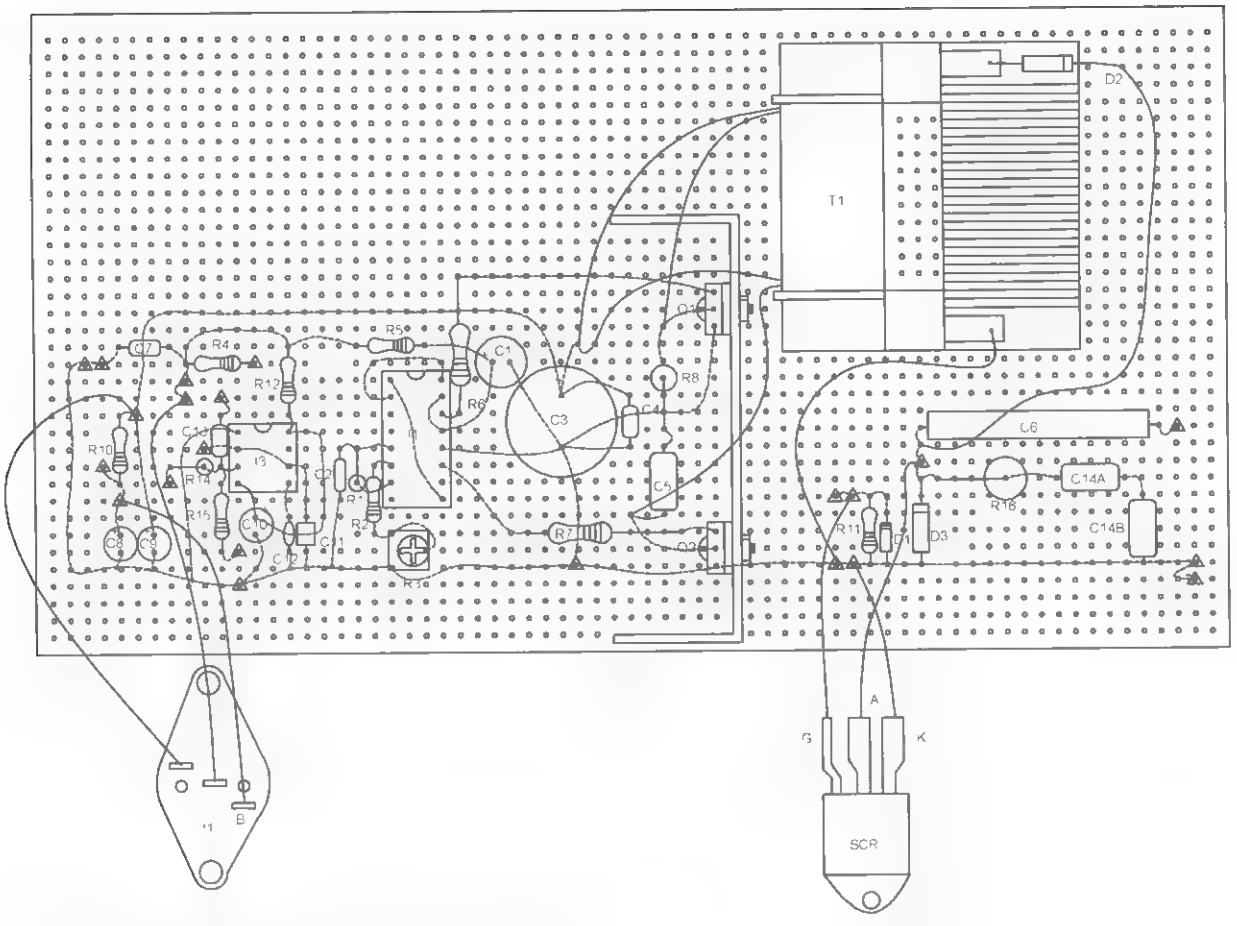

Figure 18-8 *External wiring to transistor modules*
8. Wire the transistors from the assembled bracket, as shown in Figure 18-8 and detailed in Figure 18-4.